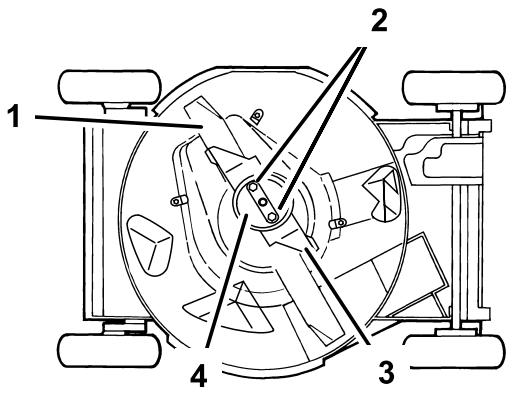

Рисунок 34
4. Опрокиньте газонокосилку на **правую** сторону (Рисунок 34).
Возьмитесь за конец ножа рукой в перчатке на толстой подкладке или через слой ветоши. Удалите гайки ножа, снимите крышку предотвращения повреждения почвы, акселератор и нож (Рисунок 34).
5. Удалите две гайки ножа, снимите крышку устройства предотвращения повреждения почвы, акселератор и нож (Рисунок 34).